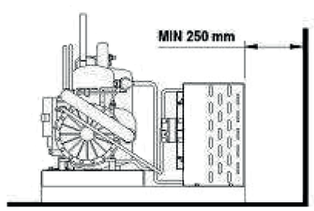

fig. 11
- The condenser must be at least 250 mm away from any wall (fig. 11).
2) Insert the power plug of the Showcase into the socket provided by the customer (fig. 11), making sure that it has earth contact and that there are no multiple sockets connected .